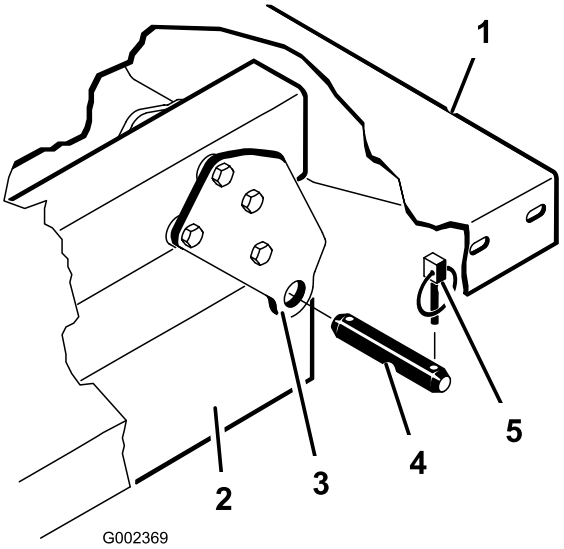

Figura 12
Nota: Asegúrese de que las placas de giro traseras están atornilladas al bastidor de la plataforma / del vehículo de manera que el extremo inferior esté inclinado hacia atrás (Figura 12).
2. Coloque la plataforma con cuidado sobre el bastidor del vehículo, alineando los taladros de las placas de giro traseras con los taladros del bastidor e instale 2 pasadores con chavetas (Figura 12).
3. Con la plataforma bajada, fije cada pistón de cilindro a la ranura correspondiente de las chapas de montaje de la plataforma con un pasador y una chaveta. Introduzca el pasador desde la parte exterior de la plataforma, con la chaveta hacia fuera (Figura 12). Las ranuras traseras son para la instalación de la plataforma completa, y las delanteras son para la instalación de la plataforma de 2/3.